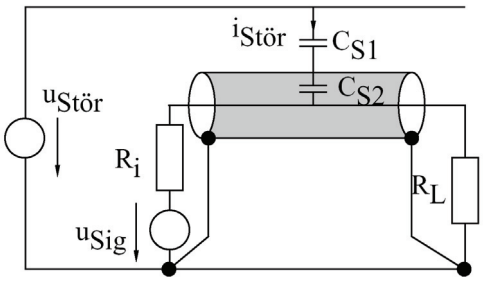

Bild 26: Beidseitige Bindung der Schirmung an das Bezugspotential
In einem Postamt wird der Zahlungsverkehr vollautomatisiert. Die Datenübertragung und die elektrische Energieversorgung müssen aus Platzgründen im selben Leitungsschacht durchgeführt werden. Zur Verbesserung der kapazitiven Abschirmung der Datenübertragung wird die Datenleitung gemäss Bild 26 geschirmt. Die Abschirmung des Leiters wird an beiden Seiten mit dem Bezugsleiter verbunden. Ist diese Lösung in bezug auf allfällige magnetische Beeinflussungen zweckmässig?
a) Das nächste Bild zeigt die Ersatzschaltung für die in Bild 26 dargestellte Schirmanordnung unter Berücksichtigung der Leitungsimpedanz $\underline{Z}=R+j\omega L$ des gemeinsamen Bezugsleiters von Nutz- und Störkreis: